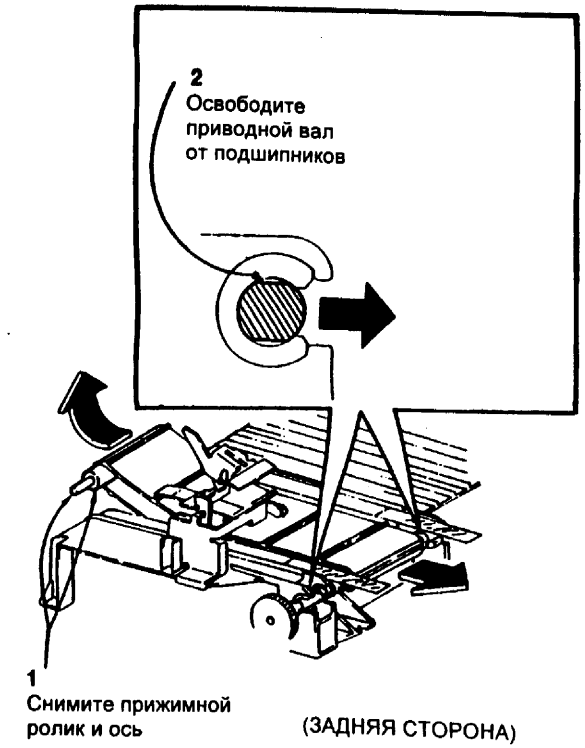

Рис. 3 Снятие ремня и приводного вала
6. (Рис. 3) Снимите ремень транспортера и приводной вал транспортера.